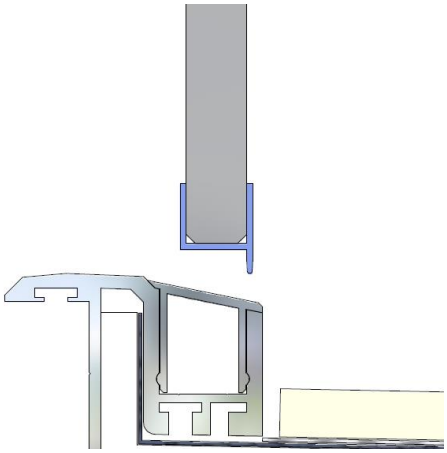

Fig 40
40. If required, slide polyvinyl drip seal onto bottom of door and trim fin as shown (fig40). Seal should just miss floor channel insert when door is shut. If gap between door and floor is too large, seal can be lowered up to 6mm. Seal fin can also be trimmed if too long.